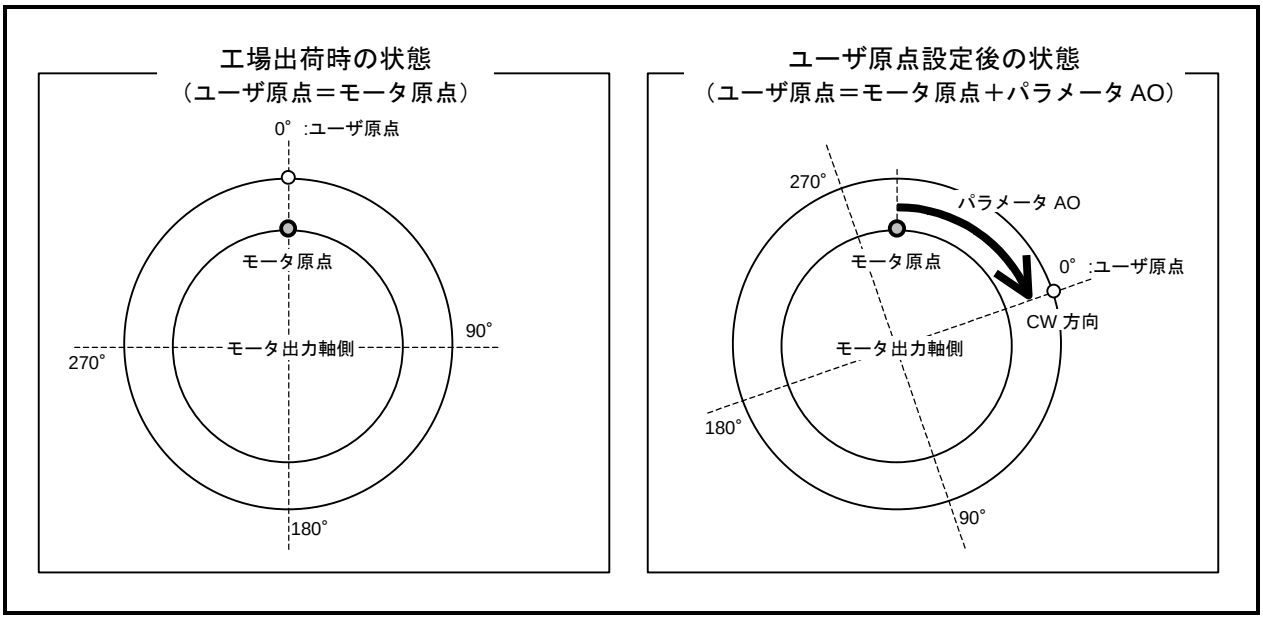

図 6-3：ユーザ原点とパラメータ AO
- 「図 6-3：ユーザ原点とパラメータ AO」に示すように，工場出荷時にはユーザ原点と，モータ原点は一致しています.